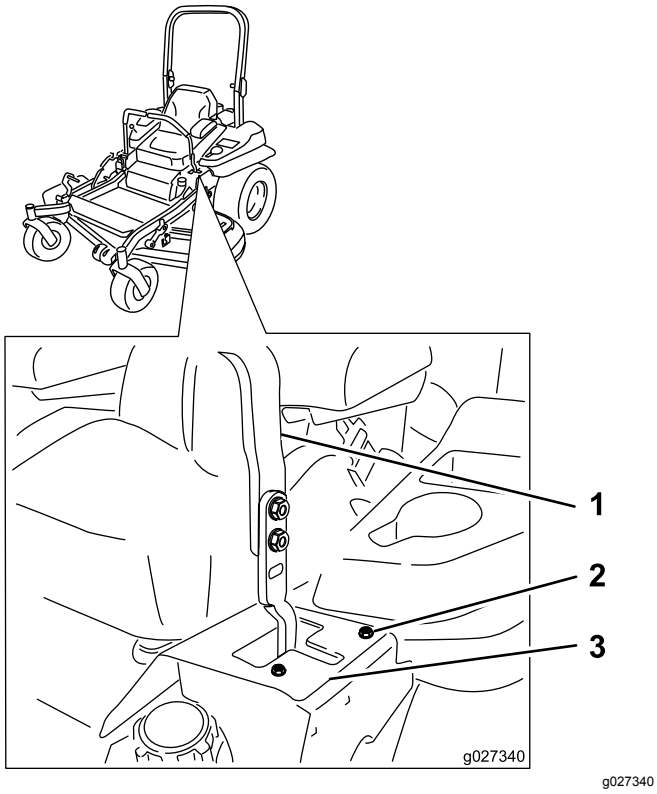

Figur 66
T-rille justeres bagud, indtil maskinen sporer lige (Figur 66).
7. Hvis maskinen sporer mod venstre, skal boltene løsnes, og den højre stopplade på højre T-rille justeres bagud, indtil maskinen sporer lige (Figur 66).
8. Stram stoppladen (Figur 66).